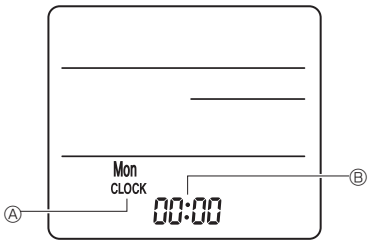

Fig. 6-4
3) Configuración (Ajuste del reloj) (Fig. 6-4)
① Inserte las baterías o pulse el ● CLOCK botón con algún objeto puntiagudo.